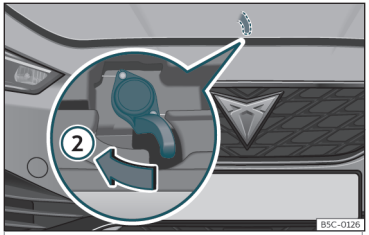

Fig. 202 Leva sotto il cofano del vano motore.
- Per aprire il cofano, premere verso sinistra con il palmo della mano la leva fino al fondo della leva situata al di sotto il cofano stesso, in centro>>> **fig. 202** ②. I ganci del cofano si sbloccano.